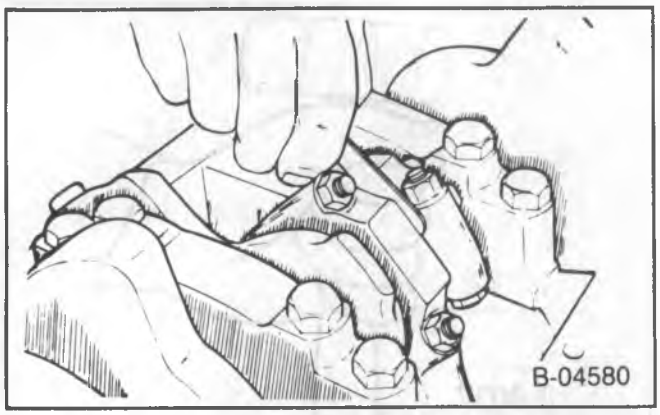

Figure 28—Checking Connecting Rod Side Clearance
- Connecting rod side clearance. Use a feeler gage between the connecting rod and crankshaft (figure 28). The correct clearance is 0.17-0.63 mm.